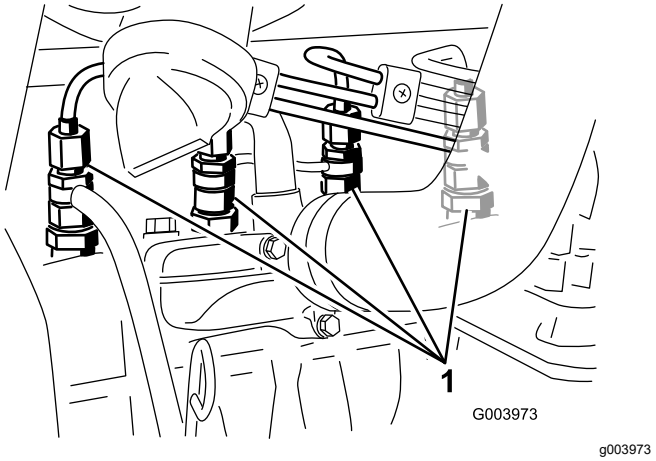

Rysunek 54
1. Poluzuj złącze rurowe do dyszy nr 1 i zespołu uchwytu (Rysunek 54).